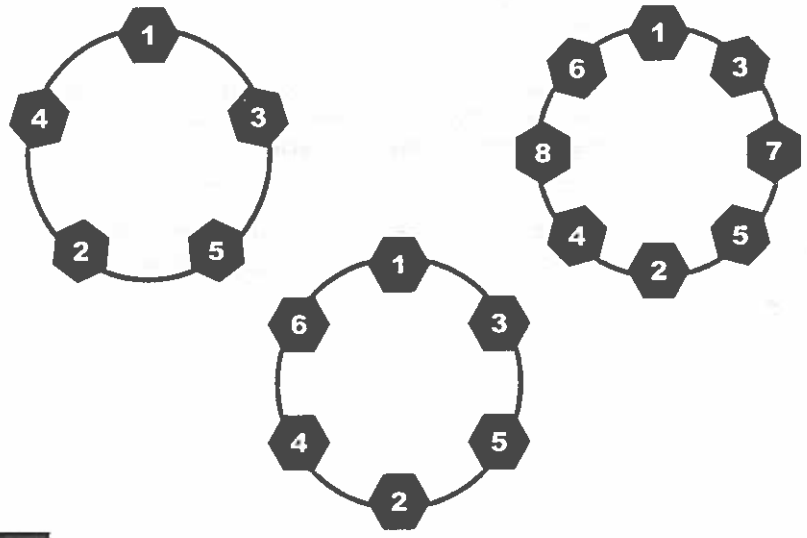

Fig. 9
3. Tightening fasteners should be done in stages. Follow the recommended sequence **(Fig. 9)**, tighten fasteners per wheel torque requirements chart below.